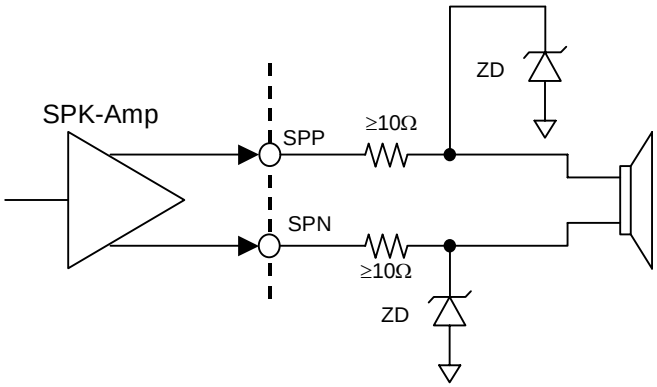

Figure 58. Speaker Output Circuit (Load Capacitance > 30pF)
Note 19. Load impedance is total impedance of series resistance (Rseries) and piezo speaker impedance at 1kHz in Figure 58. Load capacitance is capacitance of piezo speaker. When piezo speaker is used, 10Ω or more series resistors should be connected at both SPP and SPN pins, respectively.
When a piezo speaker is used, resistances more than 10Ω should be inserted between SPP/SPN pins and speaker in series, respectively, as shown in Figure 58. Zener diodes should be inserted between speaker and GND as shown in Figure 58, in order to protect SPK-Amp of AK4343 from the power that the piezo speaker outputs when the speaker is pressured. Zener diodes of the following zener voltage should be used.
0.92 x HVDD ≤ Zener voltage of zener diodo (ZD in Figure 58) ≤ HVDD+0.3V